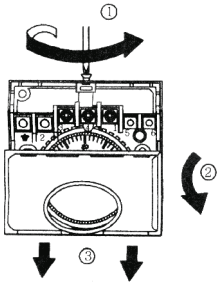

Рис. 1
1. Снимите лицевую панель термостата при помощи отвертки (рис. 1).